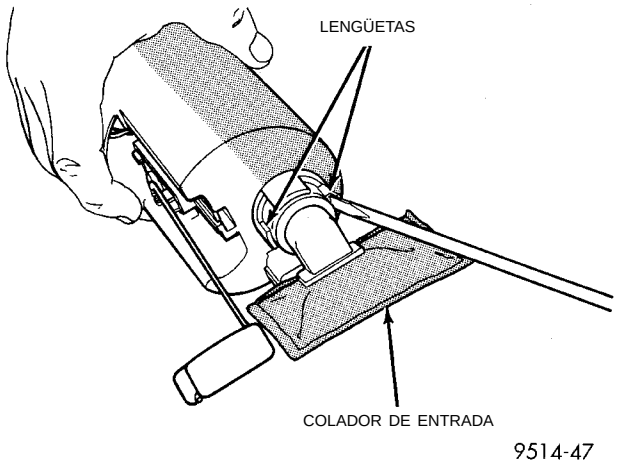

Fig. 21 Desmontaje del colador de entrada
(2) Con un destornillador de hoja recta delgada, haga palanca sobre las lengüetas de fijación en el depósito de la bomba de combustible y retire el colador (Fig. 21).
(3) Retire el anillo "O" del cuerpo del depósito de la bomba de combustible.
(4) Lave el interior del depósito de gasolina para eliminar la suciedad.